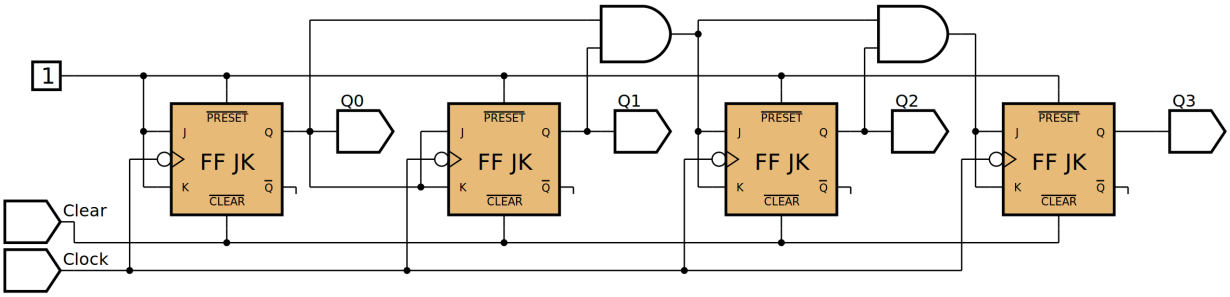

Figura 10.37 – Diagrama esquemático.
4. Utilize um programa de simulação em computador (SmartSim, Atanua, Qucs) faça a simulação do circuito da figura 10.37. Compare os resultados com a tabela 10.11.